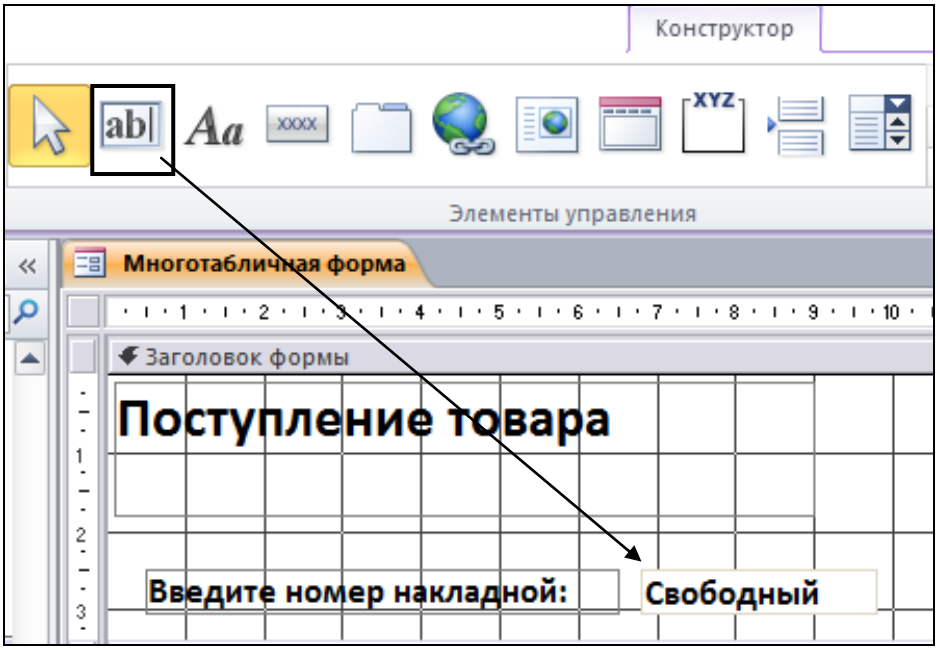

Рис. 6.2. Добавление поля
1. Форма открывается в режиме *Конструктора*. В заголовке формы создается поле, предназначенное для ввода пользователем искомого номера накладной. Для этого на вкладке *Конструктор* в разделе *Элементы управления* выбирается объект *Поле* и прорисовывается в заголовке формы (рис. 6.2).